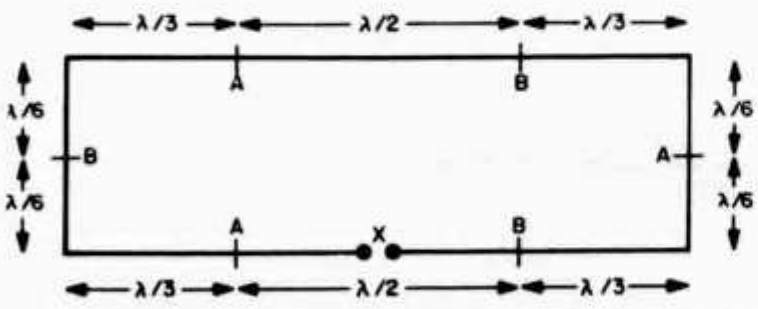

Fig. 2. The same antenna expressed in terms of wavelength as an aid in adapting the design to other bands.
The dimensions of the antenna in meters, as I erected it, are shown in Fig. 2. The two stubs, positioned approximately at voltage antinodes, are for tuning purposes, and should be adjusted equally for mid-band resonance. This is done in the normal way, with a grid dip oscillator at the feed point, before the λ/4 transformer and line are attached.
6) The length of the pickup loop for a particular frequency can be found from the chart in Fig. 2. A loop cut for 150 MHz will give a meter reading about 30 percent too high on 450 MHz and about 70 percent too low on 50 MHz, as far as the power scale is concerned.
Cut the tubing to length and carefully lay out and drill the four holes in the inner and outer tubes. Use the dimensions given in Fig. 2. Cut out a window in the large tube making the hole 1 1/4 inches long and about one half the circumference